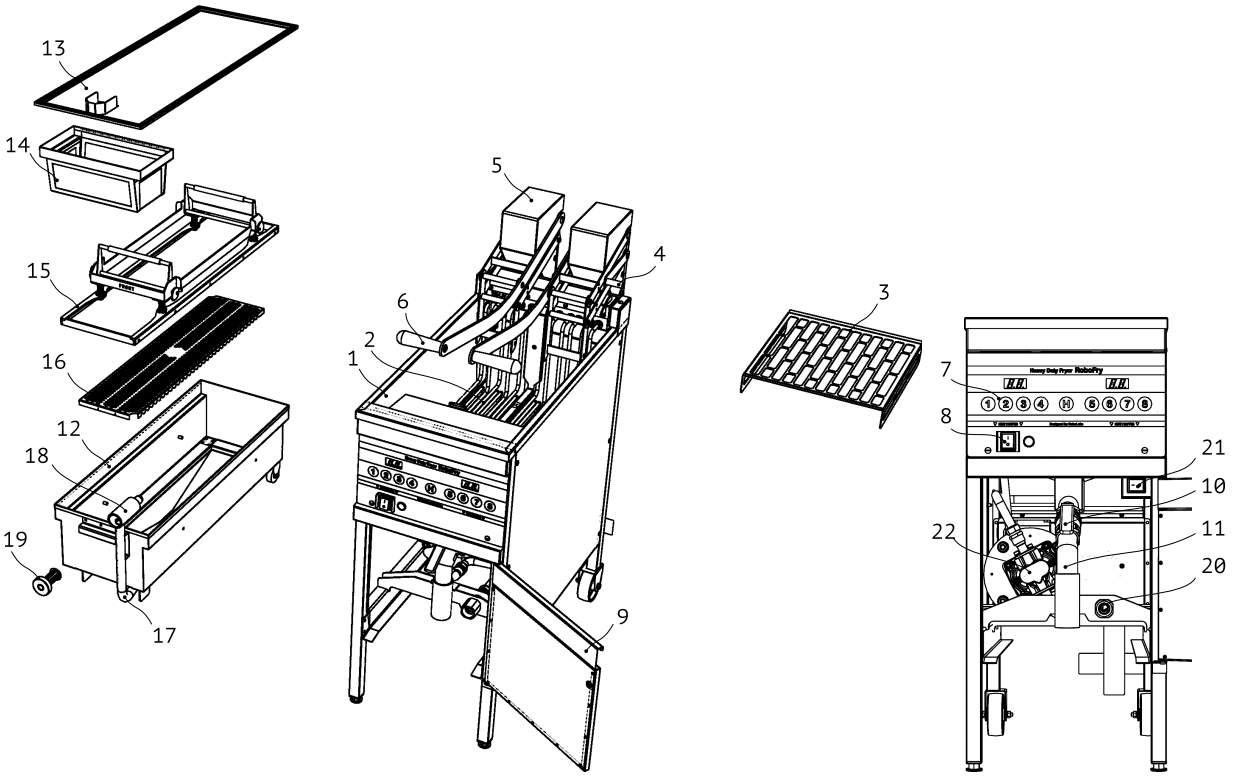

Рисунок 1
Изделие состоит из следующих основных компонентов см. Рис. 1.
4. Извлеките фильтровальный поддон и разберите его на составные элементы, см. Рис. 1. Тщательно промойте все элементы поддона, удалите лишнюю влагу и соберите фильтровальный поддон, установив фильтровальную салфетку между прижимом и вставкой перфорированной. Установите поддон на место, направьте патрубок каждого сливного крана вертикально вниз в поддон.
3. Убедитесь, что фильтровальный поддон с чистой фильтровальной салфеткой установлен на место, а патрубок каждого крана слива (см. Рис. 1) смотрит в поддон.
4. Установите выключатель нагрева в положение (I). На дисплее должно появиться сообщение HEAt.
6. Установите выключатели нагрева каждой ванны в положение (O).
4. Включите нагрев обеих либо одной ванны, установив соответствующую кнопку включения в положение (I). Первые 6 секунд на дисплее отображается служебная информация, после чего начнётся разогрев масла. На дисплее индикация HEAt.